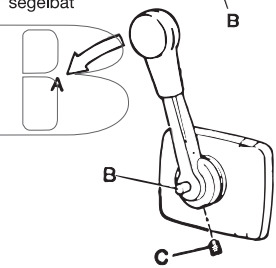

Fig. 18
- Drag åt fästskruven (C fig. 18) och se till att spaken sitter säkert.